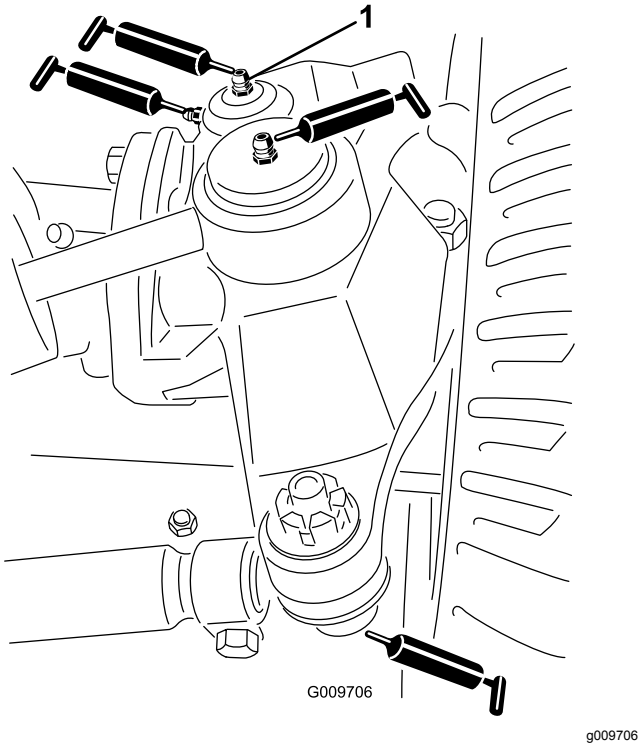

Figur 50
- Styrcylinderns kulleder (2) (Figur 50)
- Dragstångskulleder (2) (Figur 50)
- Axeltappsbussningar (2) (Figur 50). **Den översta nippeln på axeltappen ska bara smörjas en gång om året (2 pumpningar).**